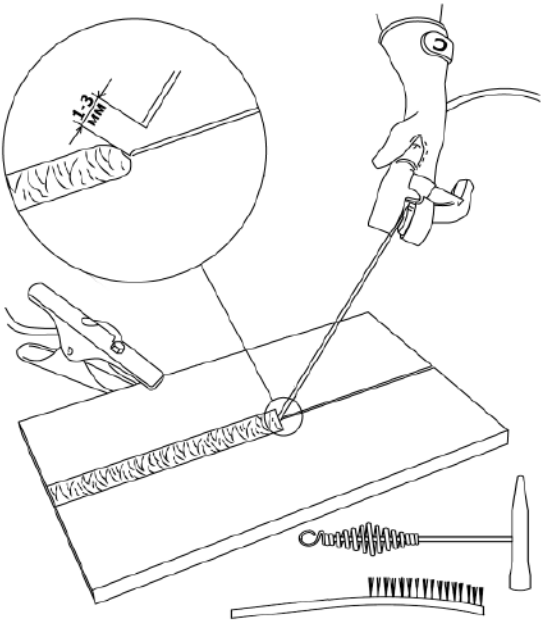

Рис. 10.2.1. Перед началом работы.
4. Начинайте сварочный процесс (см. рис. 10.2.1).
Перед началом работы не забудьте проверить следующее (см. рис. 10.2.1):